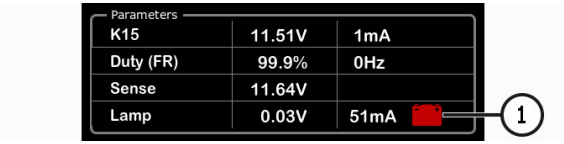

Rysunek 24. Parametry regulatorów typu Lamp
4. Naciśnij przycisk „**K15**”. Napięcie powinno spaść do poziomu akumulatora, regulator powinien się wyłączyć i nie reagować na zmianę prędkości obrotowej ani ustawionego poziomu napięcia. W wierszu parametrów „**Lamp**” powinien pojawić się wskaźnik akumulatora (zob. poz. 1, rys. 24).